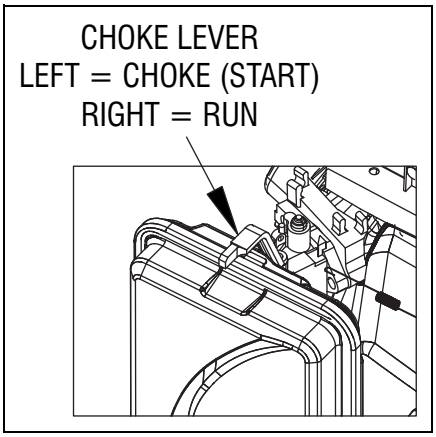

Figure 3-3. Étrangleur
2. Mettez le levier d'étrangleur en position DÉMARRER (START) (figure 3-3).